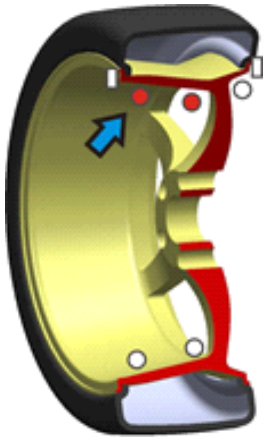

Рис. 7
4.2.6. Медленно вращайте колесо против часовой стрелки. Когда полностью загорятся светодиоды левого индикатора - это будет указывать на корректное угловое положение для установки противовесов с внутренней стороны на 12 часов. Закрепите противовес так, как показано на рис.7.